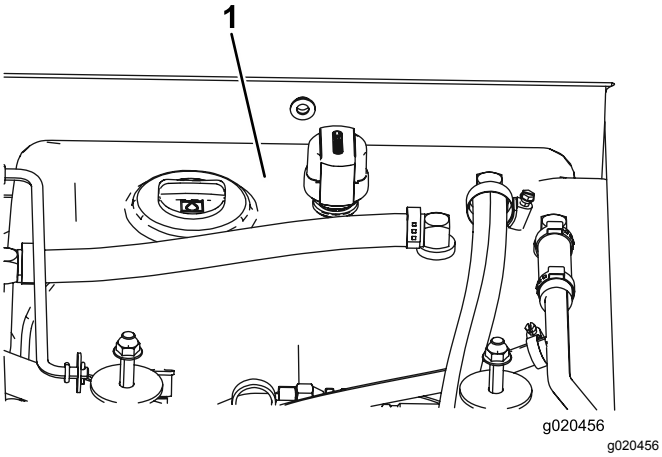

Figuur 99
3. Vul het reservoir (Figuur 99) met hydraulische vloeistof; zie Controleren van de hydraulische vloeistof.